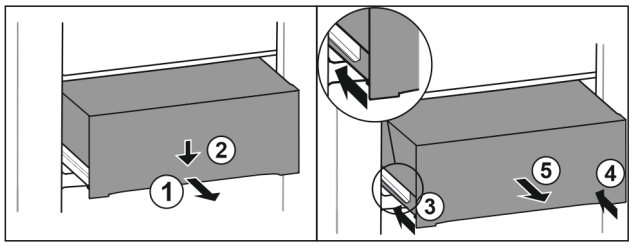

*Fig. 203*
▶ Extrageți pe jumătate sertarul. *Fig. 203 (1)*
▶ Apăsați în jos sertarul pe partea frontală. *Fig. 203 (2)*
▶ Inserați șina stângă aproximativ 2 cm. *Fig. 203 (3)*
▶ Inserați șina dreaptă aproximativ 2 cm. *Fig. 203 (4)*
▶ Extrageți sertarul spre înainte. *Fig. 203 (5)*